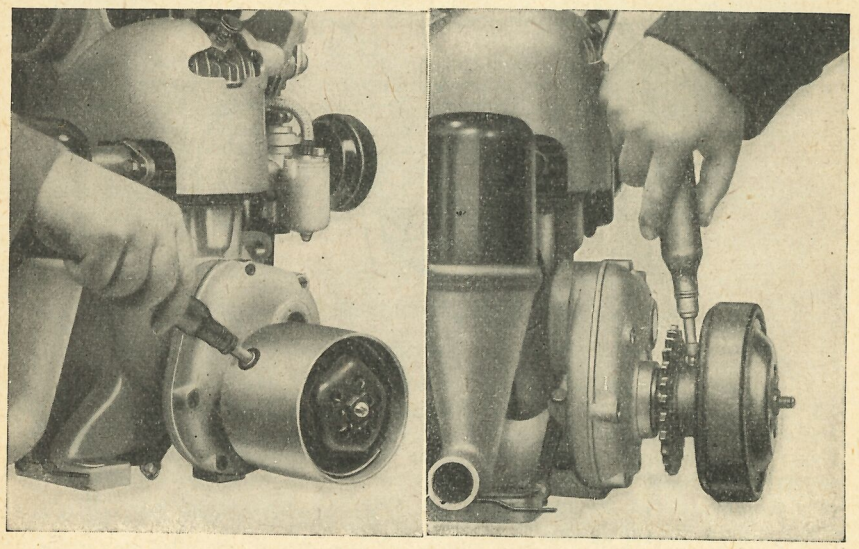

Bild 32
8. Vierscheiben- und Riemenscheibenkupplung (Bild 32)